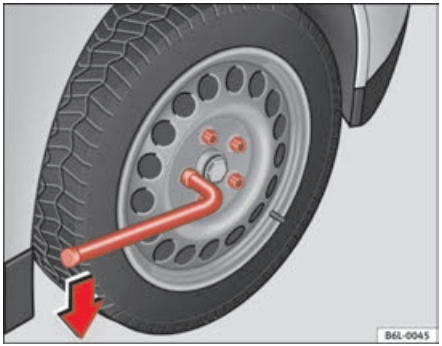

Fig. 142 Changing the wheel: loosen the wheel bolts
– Grasp the box spanner by the end turn it about one full turn to the **left** ⇒ fig. 142.